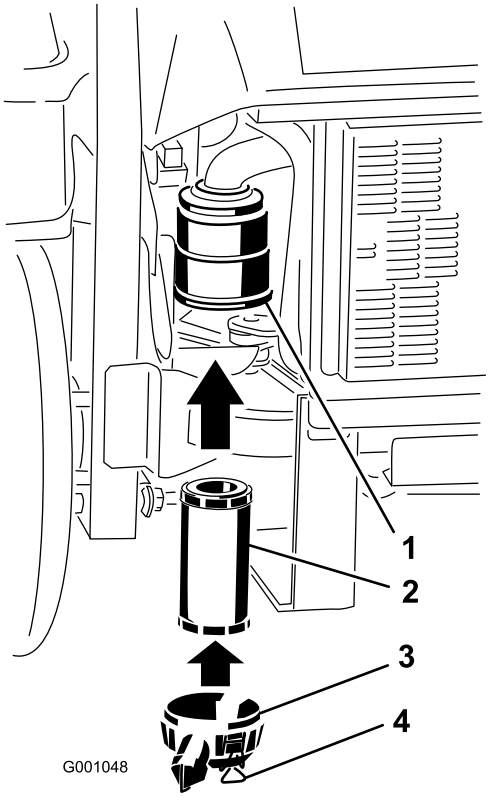

Figuur 33
2. Schuif het filter voorzichtig in de filterbehuizing (Figuur 33). Zorg ervoor dat het filter volledig vastzit door de buitenring van het filter tijdens de montage aan te drukken.
3. Monteer het luchtfilterdeksel en vergrendel dit (Figuur 33).